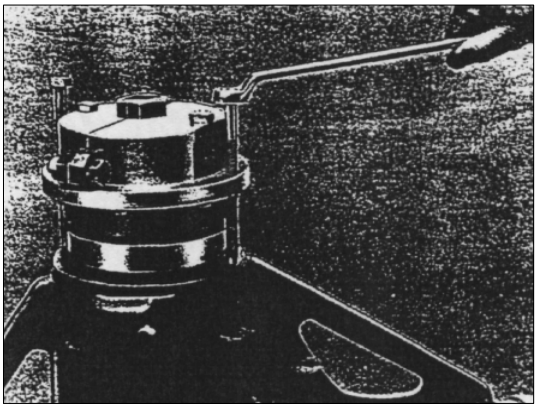

РИС. 320
11) Закрутите два длинных болта М10 в кольцо съёмника 2640 5890 3501. Затягивайте их равномерно до тех пор, пока узел шестерни хвостовика высвободиться из картера заднего моста (см. рис. 320).